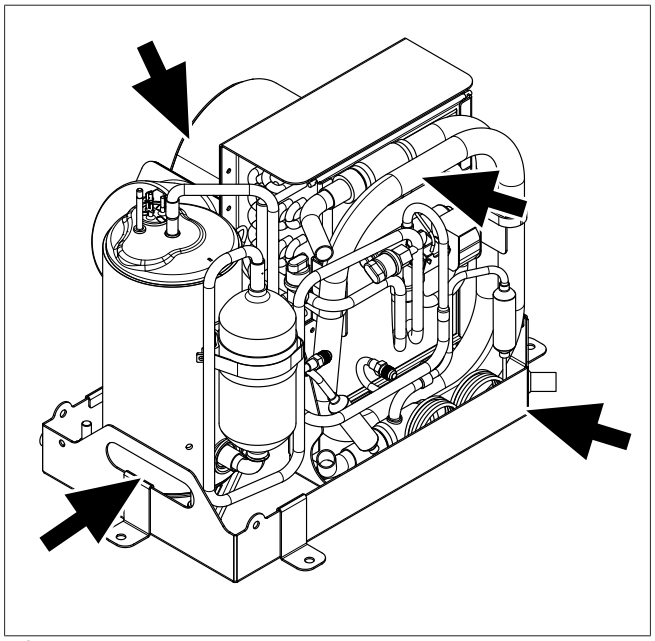

Afb. 5 Apparaat transporteren
- Draag het apparaat alleen aan de condensopvang, aan de ventilator of aan het bovenste bochtstuk van de buis van de condensor. Het apparaat mag nooit aan andere buisleidingen vastgepakt en gedragen worden. Zie Afb. 5.